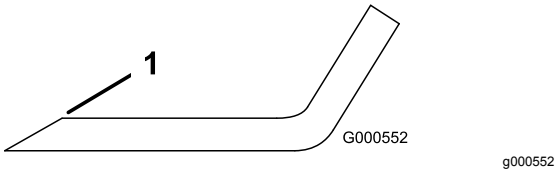
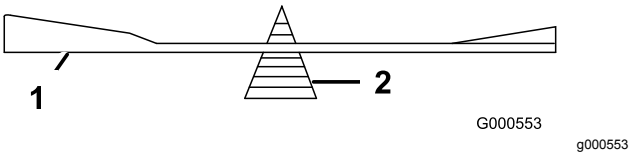

Figure 50
Figure 51
1. Au moyen d'une lime, aiguisez les tranchants aux deux extrémités de la lame (Figure 50). Veillez à conserver l'angle de coupe d'origine. Limez la même quantité de métal sur chacun des deux tranchants pour ne pas déséquilibrer la lame.
2. Vérifiez l'équilibre de la lame en la plaçant sur un équilibreur (Figure 51). Si la lame reste horizontale, elle est équilibrée et peut être utilisée. Si la lame est déséquilibrée, limez un peu l'extrémité de l'ailette seulement (Figure 50). Répétez cette procédure jusqu'à ce que la lame soit équilibrée.